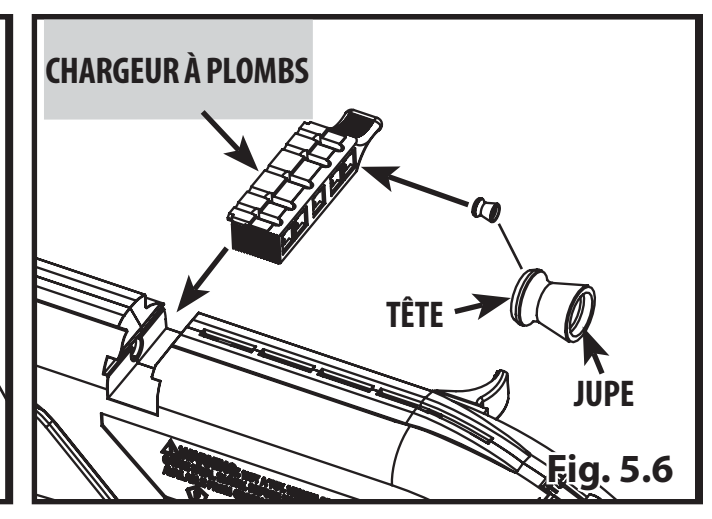

Fig. 5.6
4. Repérez le chargeur à plombs (Fig. 5.6)
6. Placez un plomb (tête en premier lieu), dans chacune des cinq chambres (Fig. 5.6) du chargeur à plombs.